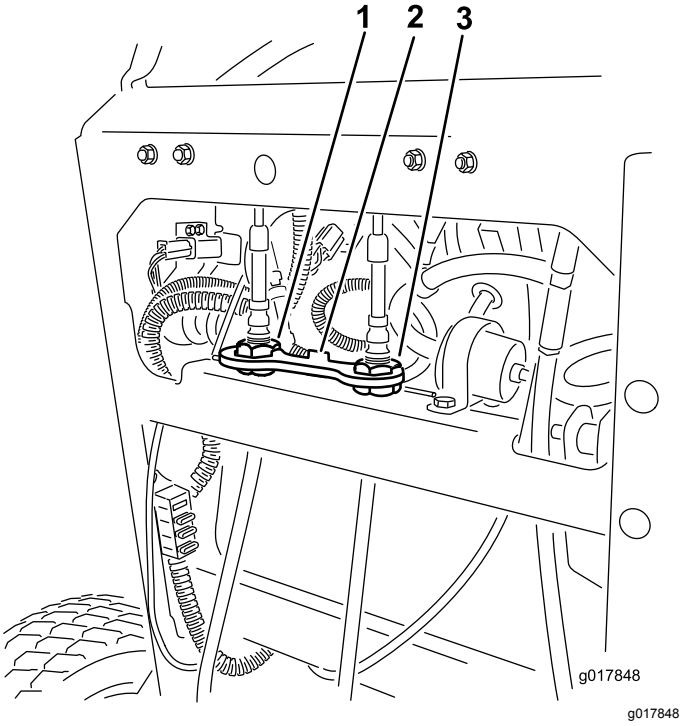

Figur 70
6. Montera kabellåset på kabeljusteringsmuttrarna för att säkra justeringen (Figur 70).